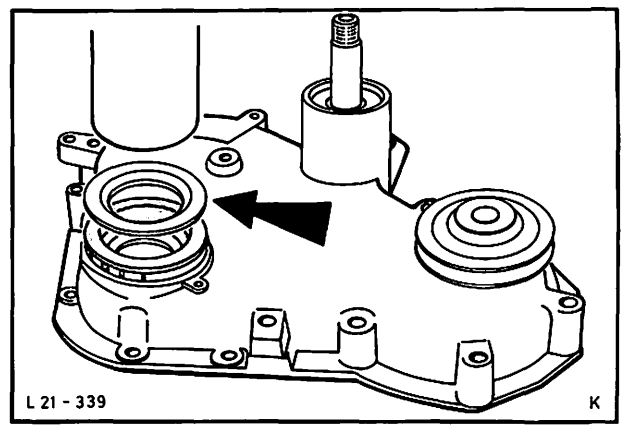

Abb. 73 Radialdichtring – Stirnraddeckel mit Spezialwerkzeug 21-087 einpressen
48. Neuen Radialdichtring – Stirnraddeckel mit Spezialwerkzeug 21-087 einbauen, Abb. 73.